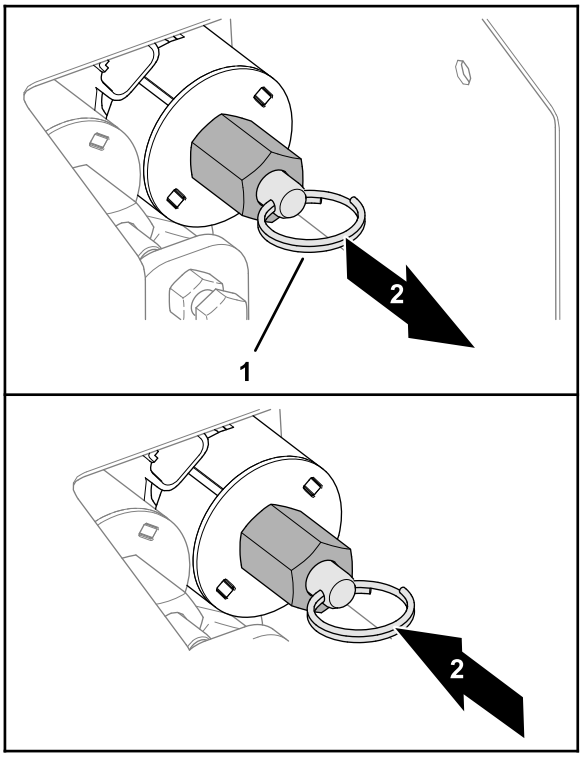

Figur 31
- Træk i ringen på ventilspindlen for at sænke tragtbeholderen (Figur 31).
- Tryk splitringen på ventilspindlen ind for at hæve tragtbeholderen (Figur 31).